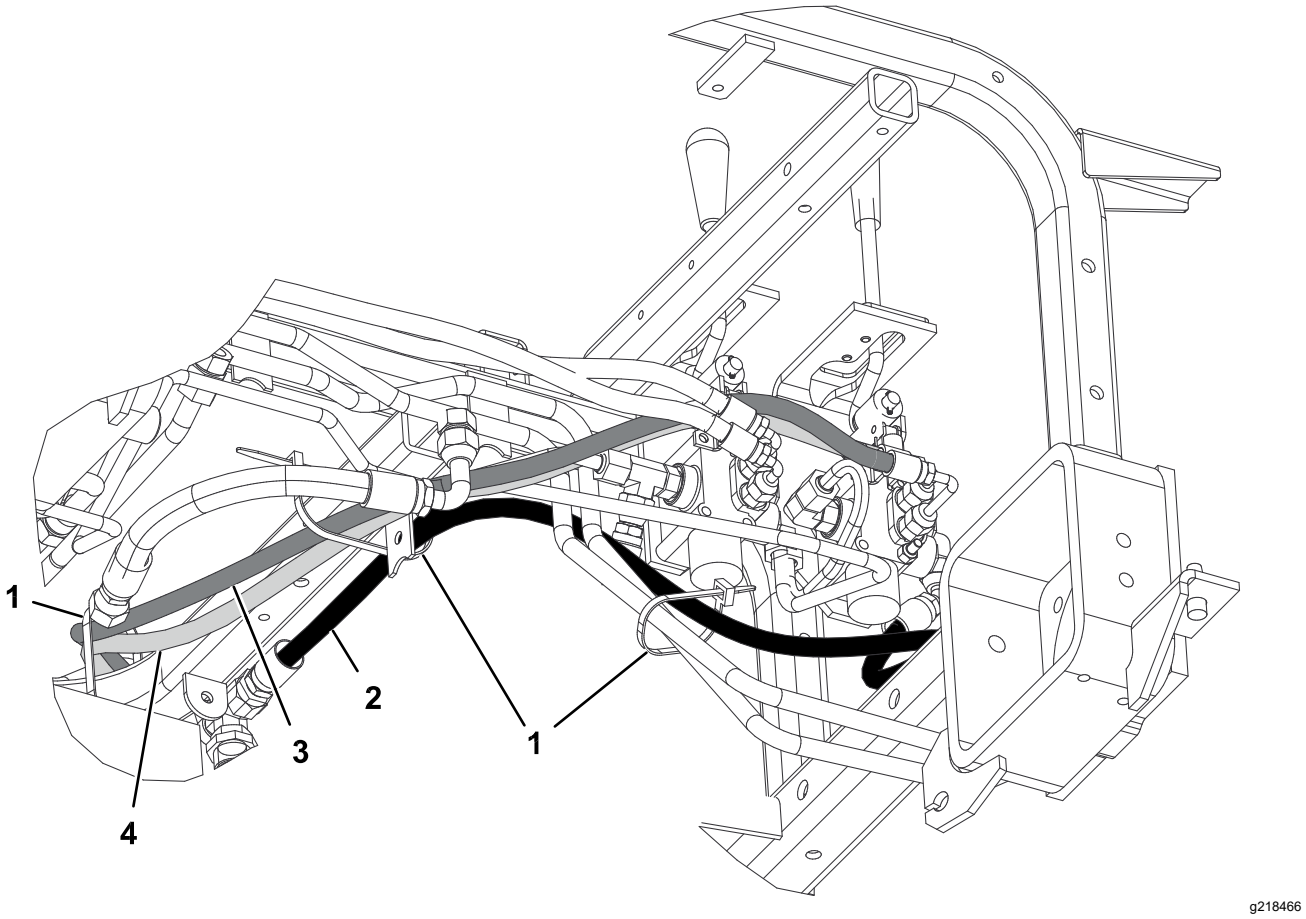

Figura 20
2. Collegate il raccordo a 45° del flessibile idraulico (n. cat. 108-8449) al raccordo a 90° sul lato destro della valvola e l'estremità dritta del flessibile al raccordo libero del radiatore dell'olio (Figura 19). Fate riferimento alla Figura 20 e alla Figura 21 per la disposizione del flessibile.
4. Collegate il raccordo a 90° corto del flessibile idraulico (n. cat. 108-8453) al raccordo diritto superiore sul retro della valvola. Disponete il flessibile facendolo passare attraverso il reggitubo dei cavi e collegate l'estremità dritta del flessibile al raccordo del cilindro idraulico superiore (Figura 19). Fate riferimento alla Figura 20 e alla Figura 21 per la disposizione del flessibile.
5. Collegate il raccordo a 90° lungo del flessibile idraulico (n. cat. 108-8454) al raccordo diritto inferiore sul retro della valvola. Disponete il flessibile facendolo passare attraverso il reggitubo dei cavi e collegate l'estremità dritta del flessibile al raccordo del cilindro idraulico inferiore (Figura 19). Fate riferimento alla Figura 20 e alla Figura 21 per la disposizione del flessibile.
7. Utilizzando delle fascette per cavi, fissate i flessibili alla macchina nei punti illustrati nella Figura 20 e nella Figura 21.